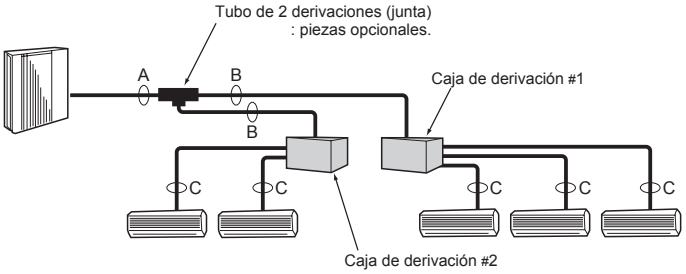

Fig. 4-2
4.3. Selección del tamaño de los tubos (Fig. 4-2)